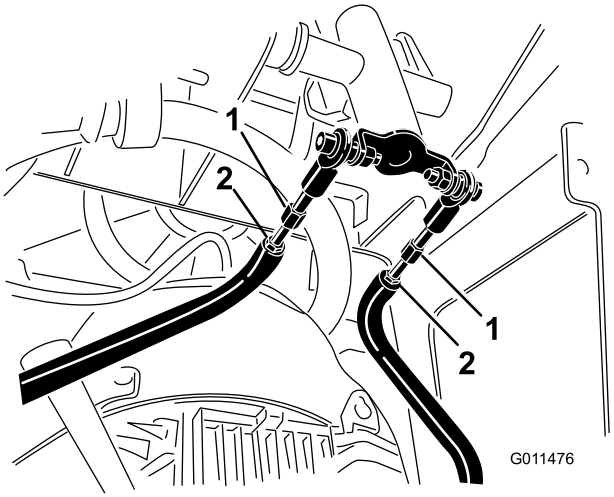

Figur 56
D. Lossa kontramuttrarna på drivstängerna, under reglagepanelen (Figur 56).